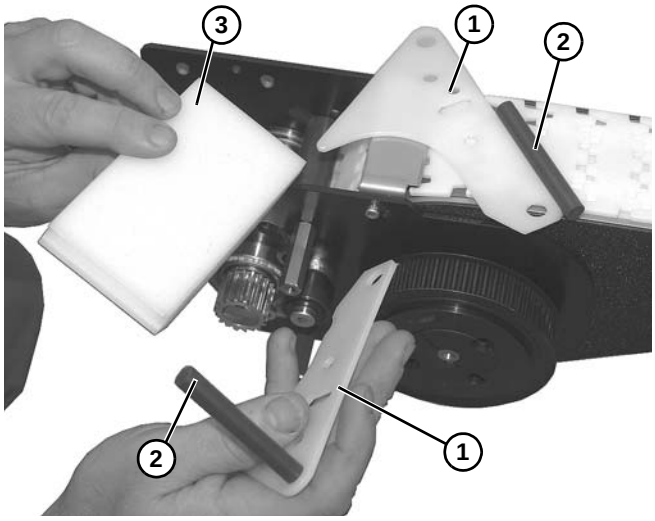

Figure 110
12. Disassemble side guide plates **(Figure 110, item 1)**, wear rods **(Figure 110, item 2)**, and wear bar **(Figure 110, item 3)**. Replace worn components.